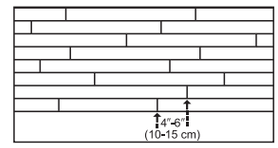

Figure 4
- Be attentive to staggering the ends of the boards at least 4˝-6˝ (10-15 cm) when possible, in adjacent rows (Figure 4). This will help ensure a more favorable overall appearance of the floor.
- End-joints of adjacent rows should be staggered a minimum of 4˝-6˝ (10-15 cm) when possible, to ensure a more favorable overall appearance (Figure 4).
- Check for a tight fit between all edges and ends of each plank. End-joints of adjacent rows should be staggered 4˝-6˝ (10-15 cm) when possible, to ensure a more favorable overall appearance (Figure 4).